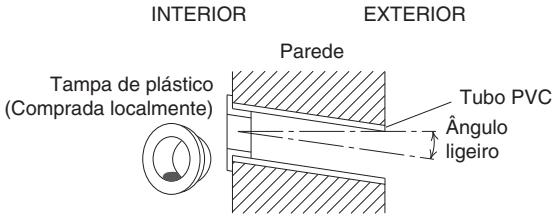

Fig. 3-9
(6) Coloque a tampa de plástico sobre a ponta do tubo (somente para o lado interior) e insira o tubo na parede. (Fig. 3-9)